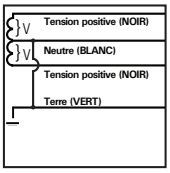

**Figure 1**
- A = 120/240 V, 1Ø, 3F (Fig 1)
A = 120/240 V, 1Ø, 3F (Fig 1)